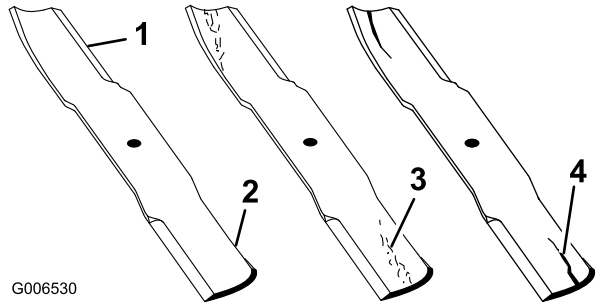

Figur 52
1. Efterse skærekanterne (Figur 52).
2. Efterse knivene, især det buede område (Figur 52).
Bemærk: Hvis kniven er beskadiget eller slidt, eller hvis der er antydning af en revne i dette område (nr. 3 og 4 på Figur 52), skal du straks montere en ny kniv.